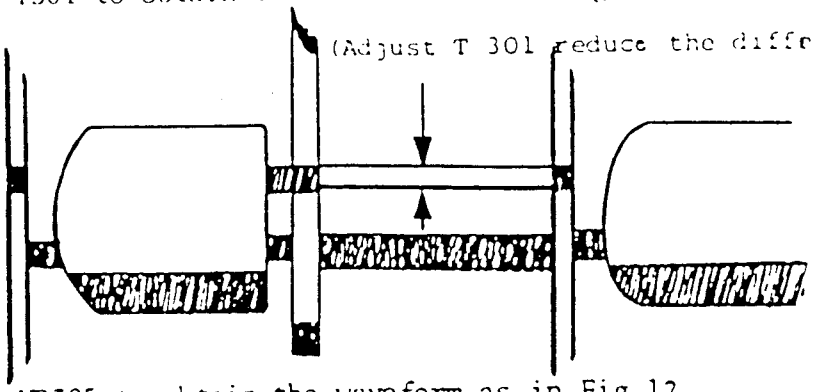

Fig.11
X. SECAM CHROMA ADJUST (SEE FIG.11)
4. Adjust T301 to obtain the waveform as in Fig.11.